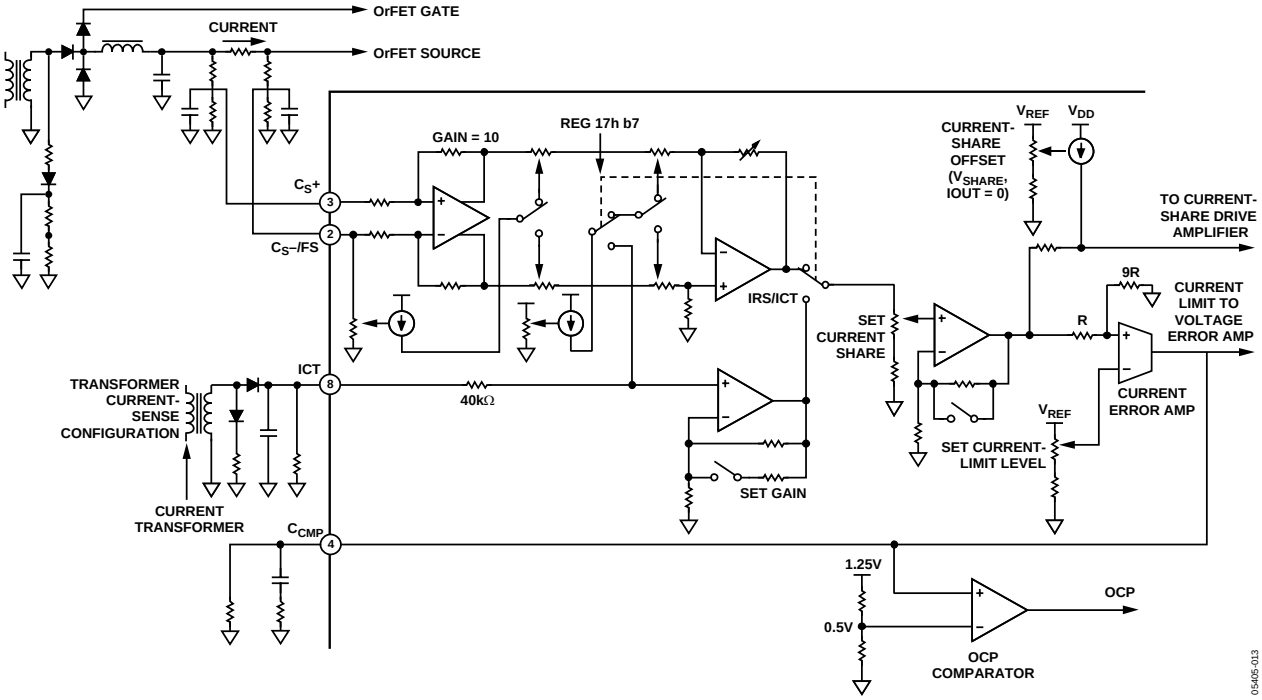

Figure 13. Current Sense
A 1.5 V reference is connected to the inverting input of the voltage error amplifier. This 1.5 V reference is the output voltage of the soft-start circuit. Under closed-loop conditions, the voltage at the noninverting input is also controlled to 1.5 V. During start-up, the output voltage should be ramped up in a linear fashion at a rate that is independent of the load current. This is achieved by digitally ramping up the reference voltage by using a counter and a DAC. The ramp rate is configurable via the SMBus. See Figure 13.
This is a two-stage differential amplifier that achieves low offset and accuracy. The amplifier has the option to be chopped to reduce offset or left as a linear amplifier without chopping. Refer to the Register Listing for more details. The amplifier's gain can be selected from three ranges. It is followed by a trim stage and then by a low gain buffer stage that can be configured with a gain of 1.0 or 2.1. The result is a total of six overlapping gain ranges (65 to 230), one of which must be selected via the SMBus. This gives ample adjustment to compensate for the poor initial tolerance of the resistance wires typically used for current sensing. It also allows selecting a higher sensitivity for better efficiency or a lower sensitivity for better accuracy (lower offset). The amplifier offset voltage is trimmed to zero in a once-off operation via the SMBus and uses a voltage-controlled current source at the output of the first gain stage. A second controlled current source is used to trim out the additional offset due to the mismatch of the external divider resistors. This offset trim is dynamically adjusted according to the common-mode voltage present at the top of the voltage dividers. Six ranges are selectable according to the magnitude and polarity of this offset component. Because the offset compensation circuit itself has some inaccuracies, the best overall current-sense accuracy is obtained by using more closely matched external dividers and then selecting a low compensation range. See Figure 13.
Current is typically sensed by a low value resistor in series with the positive output of the power supply, positioned just before the OrFET or diode. For high voltages (12 V and higher), this resistor is usually placed in the negative load. A pair of closely matched voltage dividers connected to Pins 2 and 3 divide the common-mode voltage down to approximately 2.0 V. The divider ratio must be the same as used in the local and remote voltage-sense circuits. Alternatively, current may be sensed by a current transformer (CT) connected to Pin 8. The ADM1041A must be configured via the SMBus to select one or the other. See Figure 13.
This offset cancellation is achieved by sourcing a current through a resistance on the ICT pin. The resistor value is 40 kΩ and so for 100 mV of offset cancellation a current of 2.5 μA is required. It is possible to fine trim this current via Register 15h, Bits 4–0, step size 170 nA. For example, 2.5 μA ≈ 15 × 170 nA; so the code for Register 15h is decimal 15 or 0Fh. Refer to the Current Transformer parameter in the Specifications table for more details. See Figure 13.
This is a low gain transconductance amplifier that takes its input from one of the calibrated current stages described previously. The amplifier requires only the output pin for loop compensation, which typically consists of a series RC network-to-common. A trimmable reference provides a wide range of adjustment for the current limit. When the current signal reaches the reference voltage, the output of the error amplifier comes out of saturation and begins to drive a controlled current source. The control threshold is nominally 1.0 V. This current flows through a resistor in series with the trimmed voltage loop signal and thereby attempts to increase the voltage signal above the 1.5 V reference for that loop. The closed voltage loop reacts by reducing the power supply's output voltage and this results in constant current operation. See Figure 13.